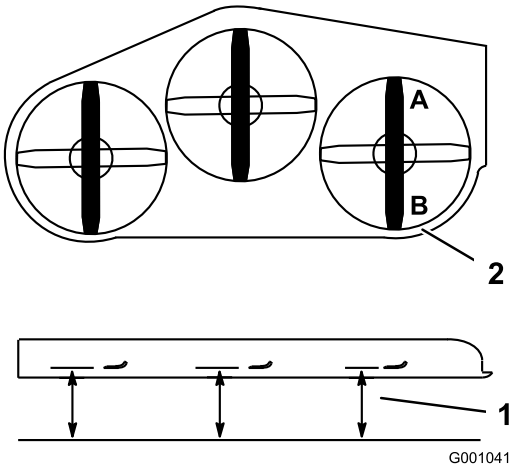

Figuur 82
1. Zet het rechter maaimes in de schuinstand (Figuur 82).
2. Meet het rechter mes bij punt **A**. Meet de afstand tussen een horizontaal oppervlak en de snijrand van het maaimes (Figuur 82).
4. Meet het rechtermes bij punt **B**. Meet de afstand tussen een horizontaal oppervlak en de snijrand van het maaimes (Figuur 82).
6. Het maaimes moet 6 tot 10 mm lager staan bij punt **A** dan bij punt **B** (Figuur 82). Indien dit niet het geval is, gaat u als volgt te werk.